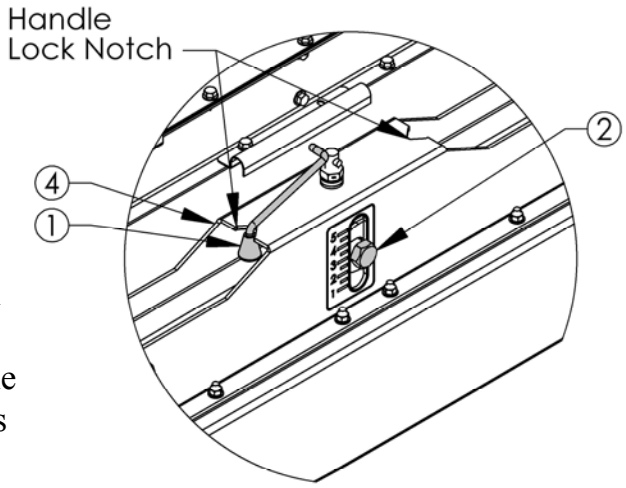

FIGURE 17.3
- Lock handle at chosen height by pivoting the handle and placing it into the notch located at either end of the Height Adjustment Housing ④ . **Figure 17.3**
- Take note of the Bolt ② location on the Height indicator Decal ③.